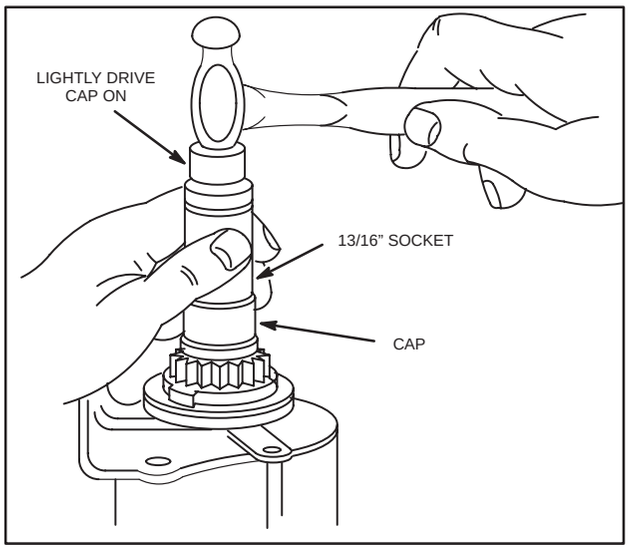

Fig. 695 – INSTALLING PLASTIC CAP
5. To install plastic cap, use a socket approximately the same diameter as the plastic cap, for a driver as shown in Fig. 695.